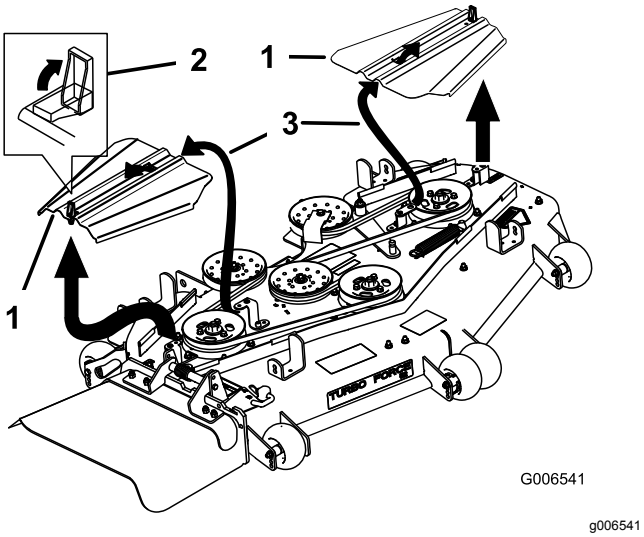

Figur 87
5. Fjern remdekslene (Figur 87).